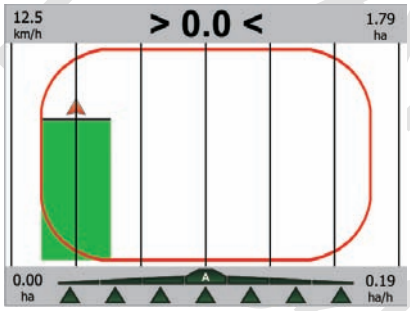

Fig. 105
- have marked field boundaries (red track in Fig. 105), using the function "Area" (par. 13.1.8).